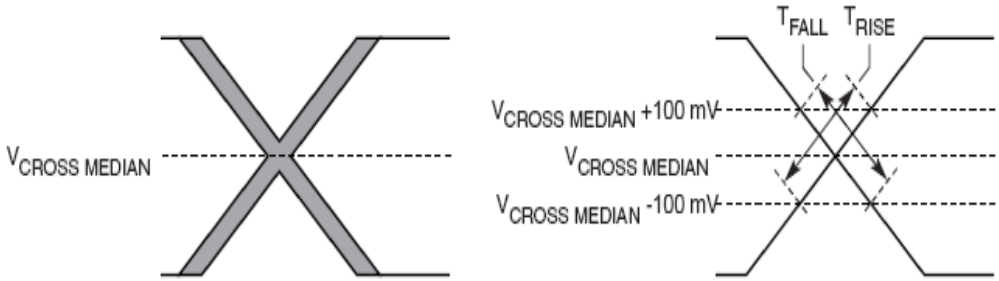

Figure 49. Single-ended measurement points for rise and fall time matching
6. Matching applies to rising edge for SD*n*_REF_CLK and falling edge rate for $\overline{\text{SD}n\text{_REF_CLK}}$. It is measured using a 200 mV window centered on the median cross point where SD*n*_REF_CLK rising meets $\overline{\text{SD}n\text{_REF_CLK}}$ falling. The median cross point is used to calculate the voltage thresholds that the oscilloscope uses for the edge rate calculations. The rise edge rate of SD*n*_REF_CLK must be compared to the fall edge rate of $\overline{\text{SD}n\text{_REF_CLK}}$, the maximum allowed difference should not exceed 20% of the slowest edge rate. See Figure 49.